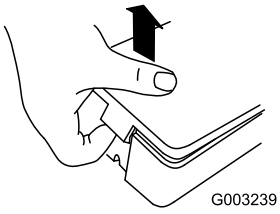

Figuur 8
1. Maak beide uiteinden van het accudeksel los en verwijder dit (Figuur 8).